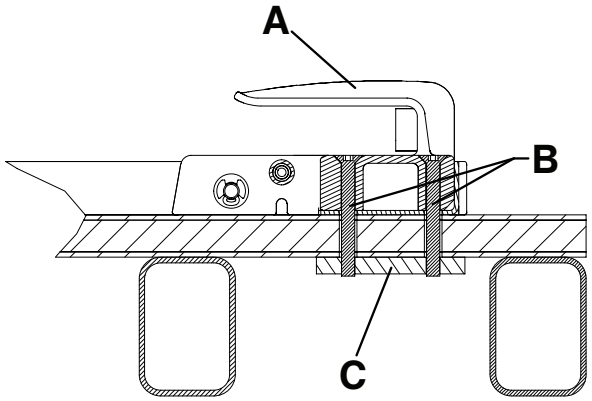
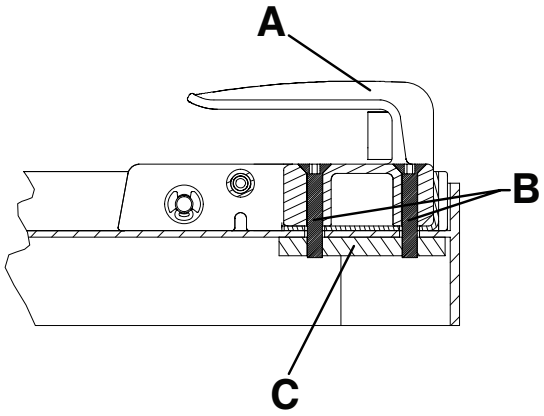

Figur 9 – Gulvmontert hodeende – visning 4A
Figur 10 – Brettmontert hodeende – visning 4B
- Det kreves en støtteplate av stål (C) (eller tilsvarende) for ekstra støtte (medfølger ikke) (Figur 9 eller Figur 10).